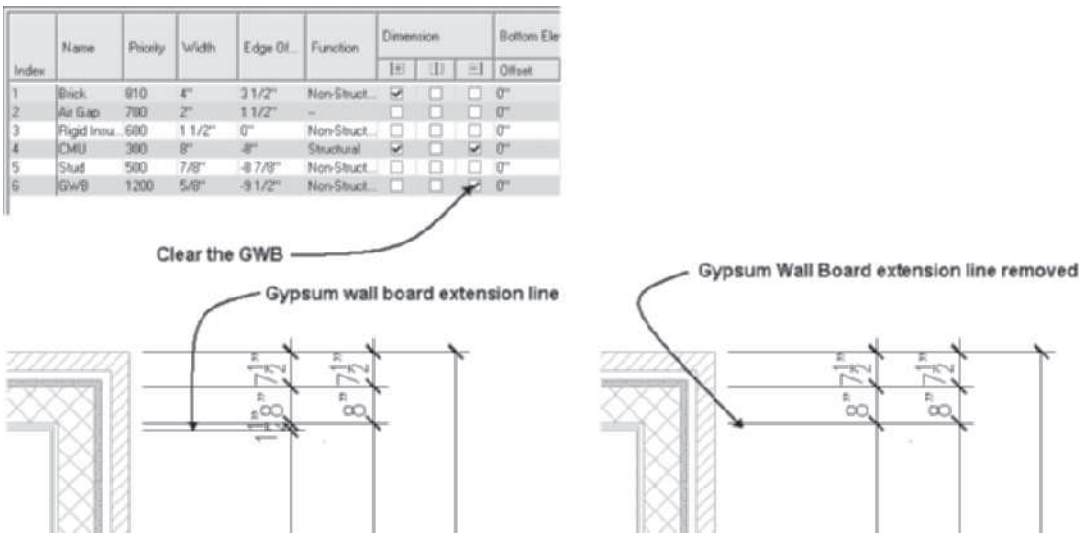

FIGURE 11.25 *Removing GWB from the dimension definition in the wall style*
9. Since the **Wall Width** is specified as **By Style** you can control the content of the dimension in the wall style. Select the exterior wall, right-click, and choose **Edit Wall Style**. Choose the **Components** tab and clear the **GWB** checkbox as shown in Figure 11.25. Click **OK** to dismiss all dialog boxes.